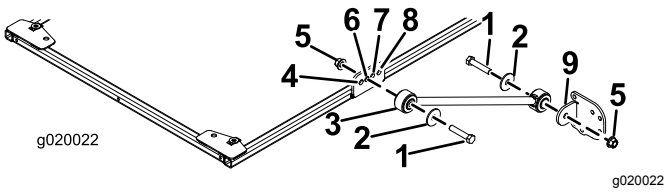

Figur 2
2. Fäst ett stag löst på båda sidorna om solskärmsramen i staget till fästets andra hål med en skruv (½ × 2½"), en bricka (½") och en flänsmutter (½") enligt Figur 2.
3. Fäst ett stag till fästet löst på varje stag med en skruv (½ × 2½"), en bricka (½") och en flänsmutter (½") enligt Figur 2.